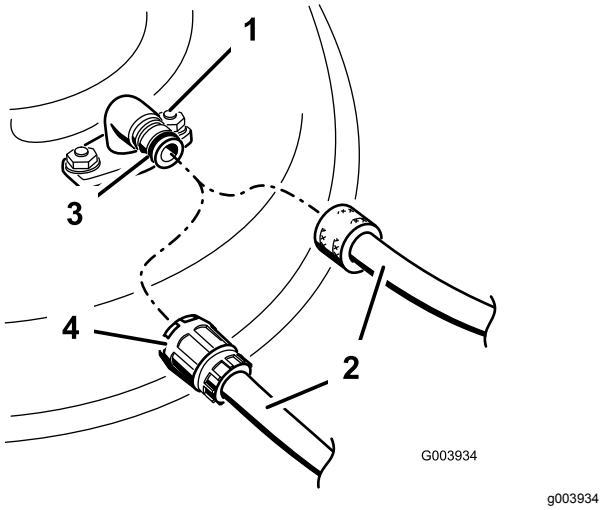

Figur 30
4. Fest en slange til vanninntaksnippel, og skru på vannet (Figur 30).